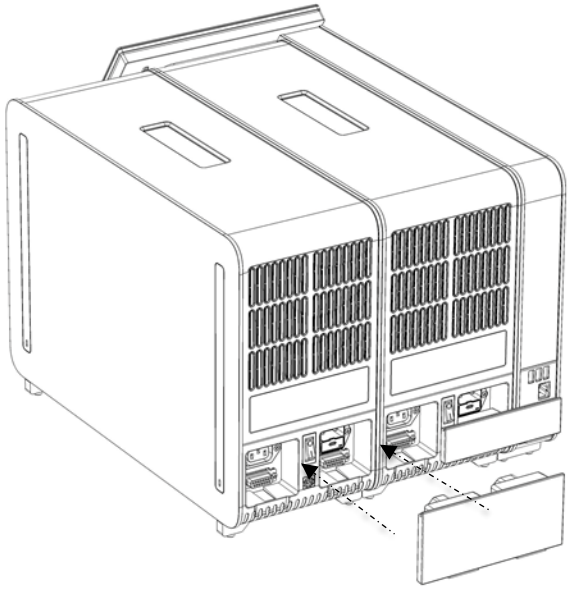

Figura 18. Conexión del puente del módulo analítico/analítico.
6. Conecte el puente del módulo analítico/analítico en la parte posterior de QIAstat-Dx Analyzer 2.0 para vincular los dos módulos analíticos (Figura 18).